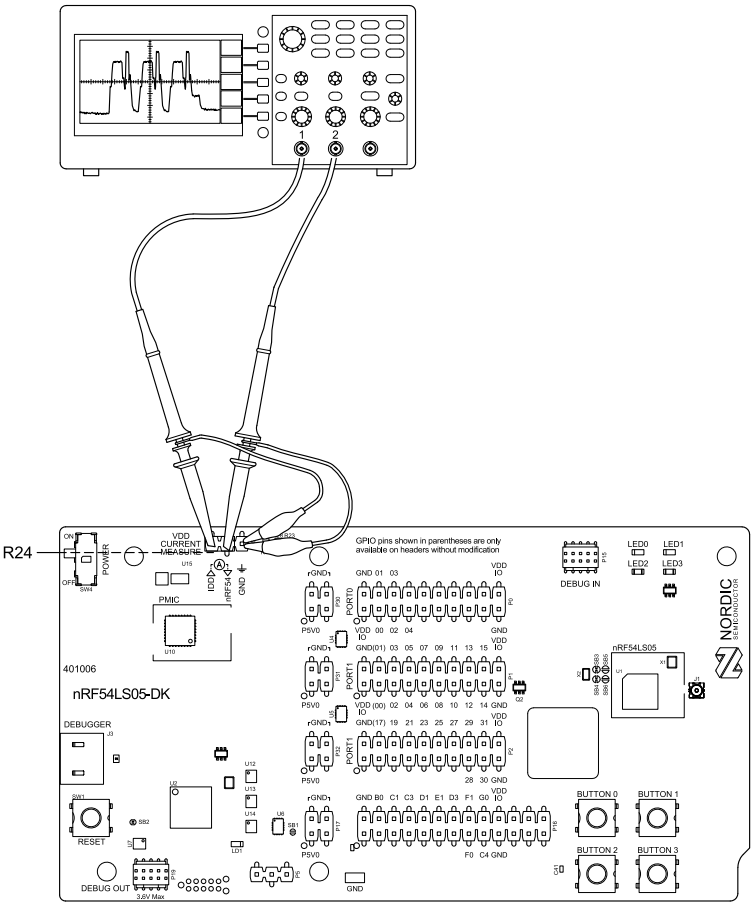

Figure 22: Current measurement with an oscilloscope
4. Connect the oscilloscope using two probes on the pins labeled **IDD** and **nRF54** on header **P6** as shown in Figure 22: Current measurement with an oscilloscope on page 23.